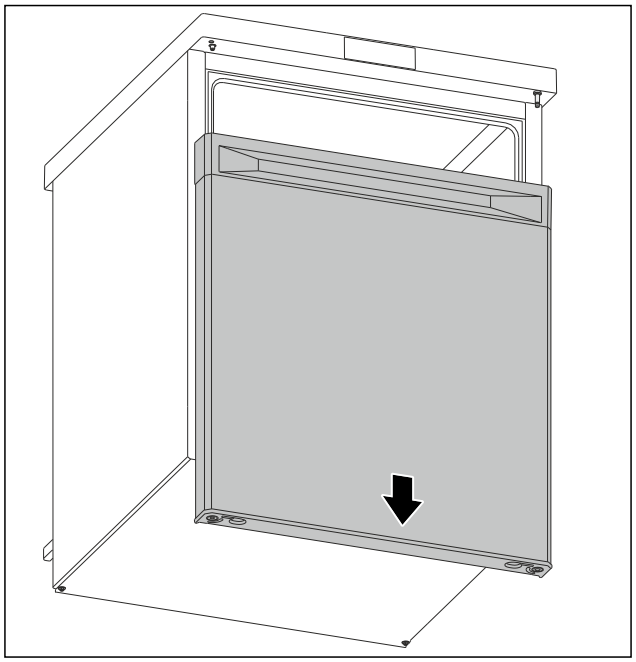

Fig. 8
▶ Ota ovi alaspäin pois. (katso Fig. 8)